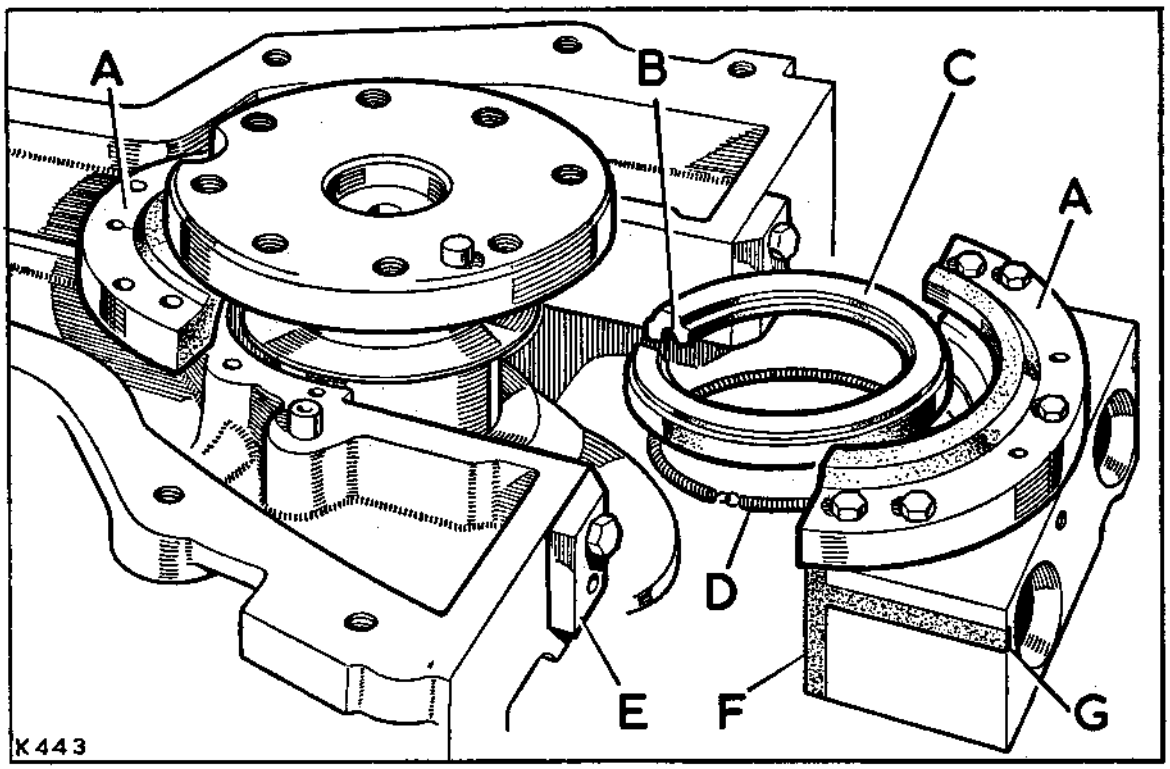

**Fig. A1-120. Oil seal details**
7. Fit the main bearing cap with the seal retainer, bearing shell and 'T' seals to the crankcase until there is a $\frac{1}{32}$ in. (0,8 mm) gap between the cap and crankcase. Use the guides, Part No. 270304 to feed the 'T' seals past the crankcase edges, see Fig. A1-120.
14. Refit the crankcase sump. Operation A1-28. During this procedure trim the ends of the rear main bearing 'T' seals to allow approximately $\frac{1}{32}$ in. (0,8 mm) protrusion from the rear bearing cap face. Fig. A1-120 refers.